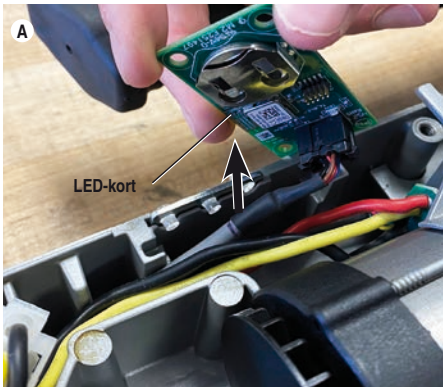
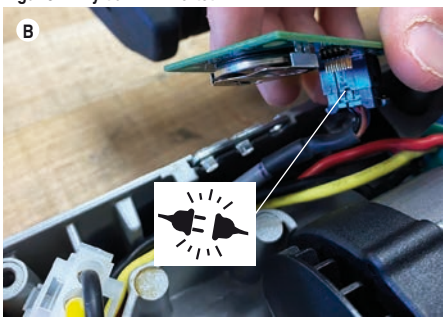

**Figur 3A – Lyft av LED-kortet**
**Figur 3B – Koppla bort LED-kortet**
3. Lyft LED-kortet, se figur 3a, koppla loss kontakten *se figur 3B*, och ta bort LED-kortet.